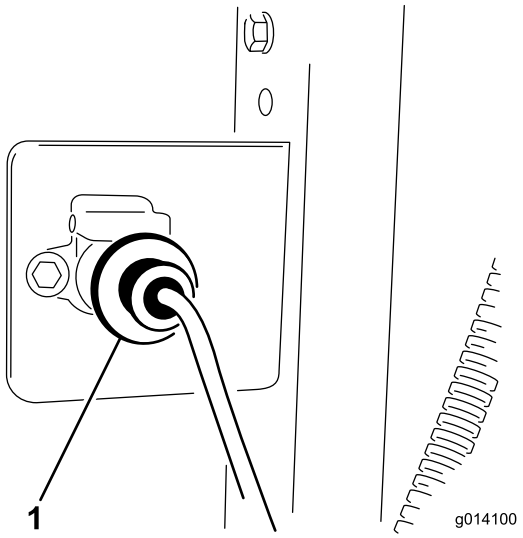

**Figur 10**
1. Montera kontakten baktill på bogserfordonet med (2) 5/16 x 1-tumsskruvar och muttrar.
3. Säkra kablagekontakten vid fästet med (2) 1/4 x 1 tums skruvar och muttrar (Figur 10).
5. Fäst basenhetens kablage vid bogserfordonets kablage (Figur 10). Kontakten sitter vid hydraulslangen som är kopplad till bogserfordonet.